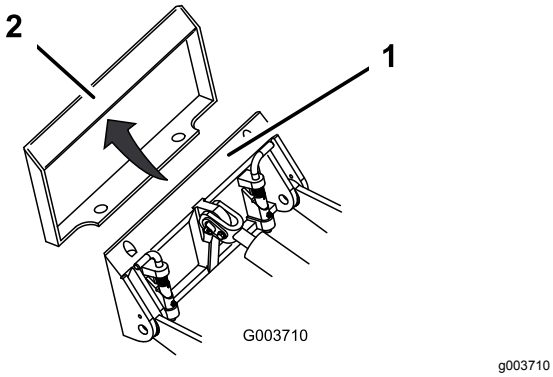

Rysunek 16
4. Ustaw płytę montażową w górnej krawędzi płyty odbiornika osprzętu (Rysunek 16).